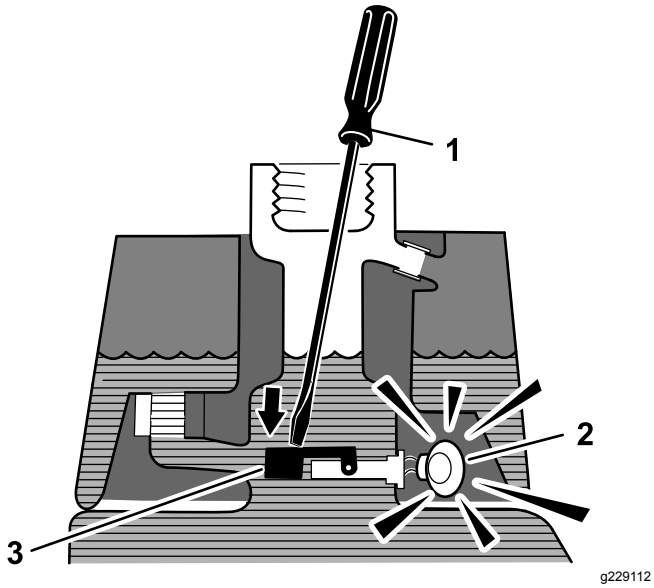

Figur 49
3. För in en ren pinne eller skruvmejsel i tankröret och tryck försiktigt nedåt på flottörbrytaren (Figur 49). Larmet ska ljuda efter tidsfördröjningen på en sekund.